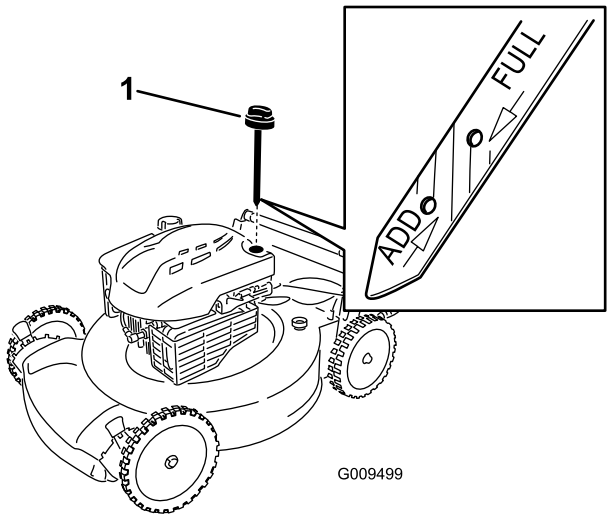

Figur 22
6. Tag målepinden ud af oliepåfyldningsrøret (Figur 22).